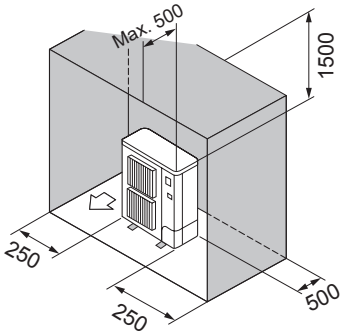

Fig. 2-12
⑥ Hindernisse nur auf der Rückseite, beiden Seiten und der Oberseite (Fig. 2-12)